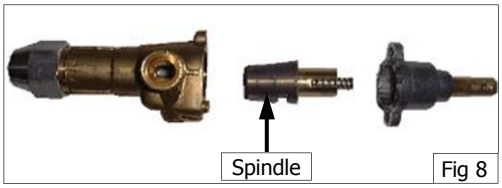

Fig 8
f. Apply a suitable high temperature gas cock grease or lubricant such as ROCOL - A.S.P (Anti scuffing paste)/ Dry Moly Paste to outside of spindle. (See Fig 8).